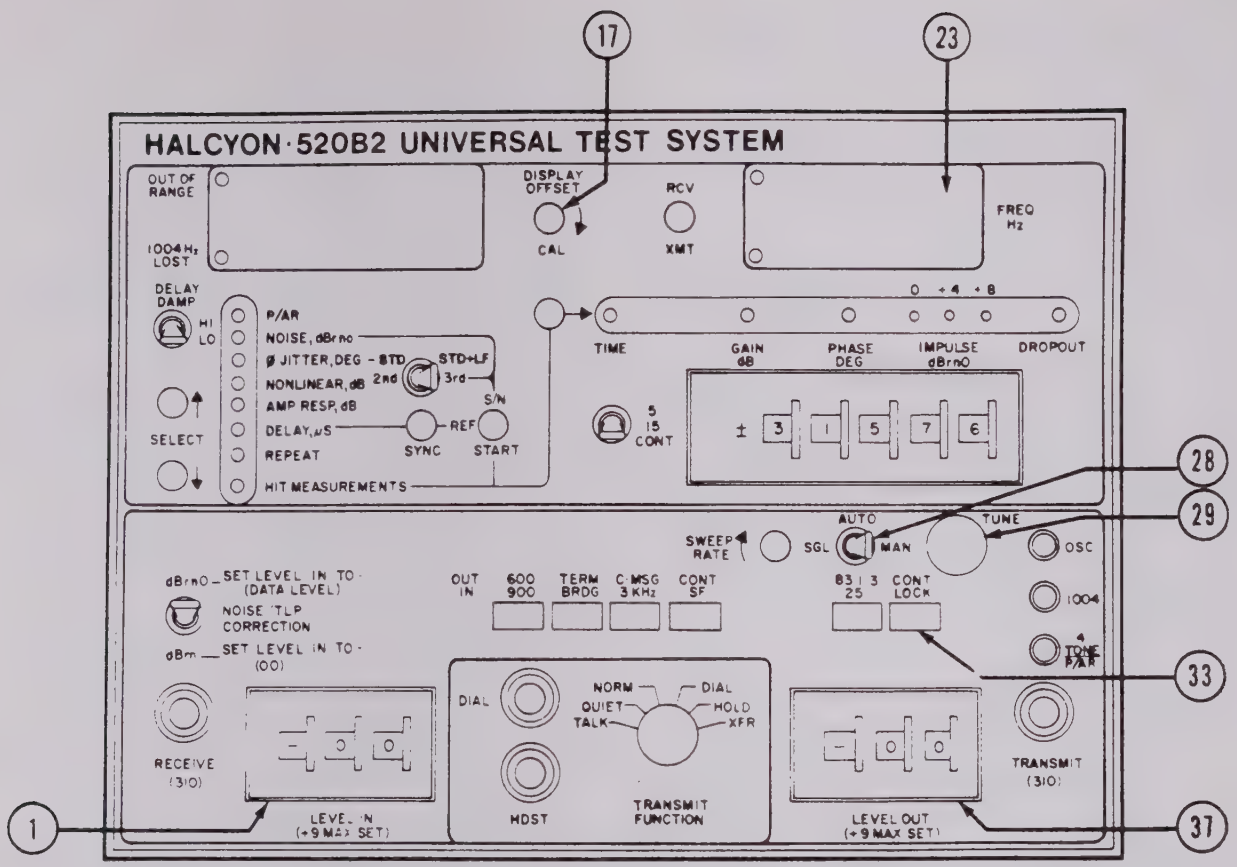

Figure 3-30. X-Y Recording, X-Axis and Y-Axis Calibration, and Attenuation Distortion Controls
(3) X-Axis Calibration. (See figure 3-30.)
(4) Y-Axis Calibration. (See figure 3-30.)
(1) Near-End to Far-End Measurement. (See figure 3-30.) The procedure for this transmit-only measurement is as follows:
(2) Far-End to Near-End Measurement. (See figure 3-30.) The procedure for this receive-only measurement is as follows: